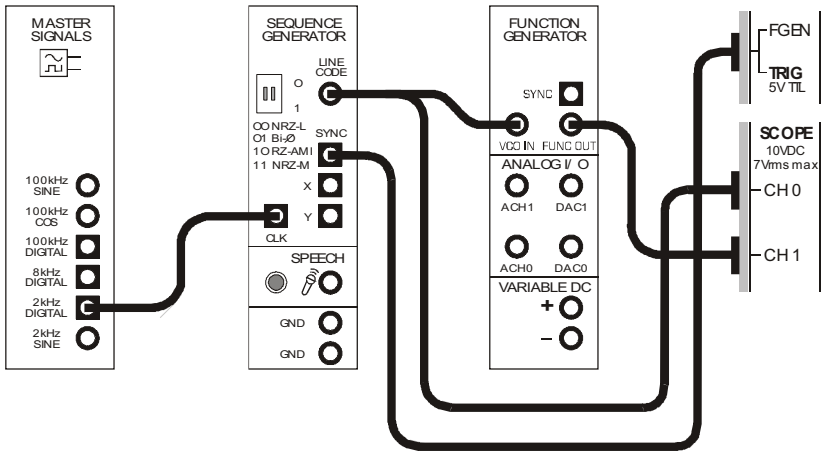

Figure 3
10. Connect the set-up shown in Figure 3 below.